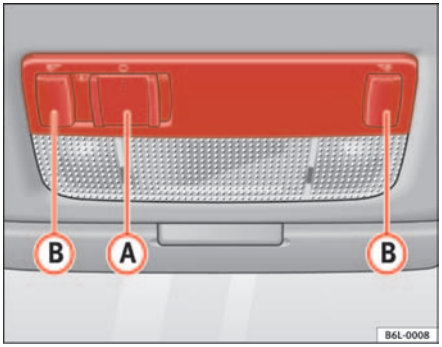

Fig. 61 Front reading light
Press the corresponding button (B) ⇒ fig. 61 to switch on the reading light.